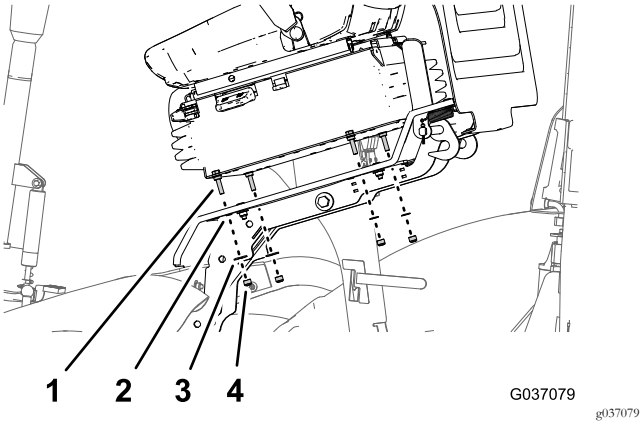

Figure 18
3. Align the 4 cap screws (8 x 25 mm) of the new seat with the holes in the operators platform (Figure 18).